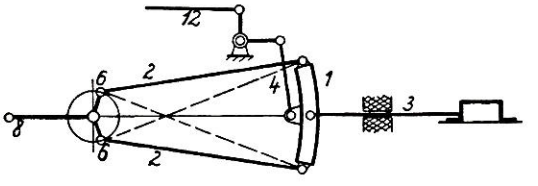

Bild 1 Schemaskizze zu der Stephenson-Steuerung (aus: Henschel-Lokomotiv-Taschenbuch)
1. Die äußere Steuerung nach Stephenson (Bild 1)